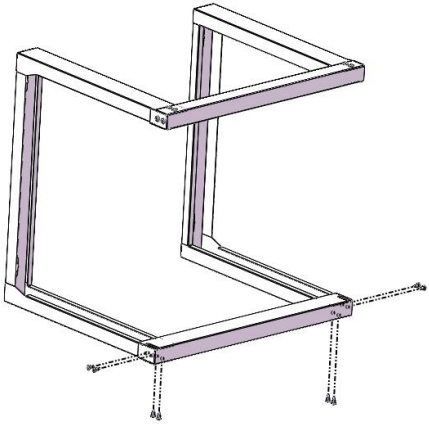

Figure 1
1. Insert the Bottom Crossbeam(2) into left U Type Support(1) and right U Type Support(1), Secure with 8pcs M5 assembly fix Screws(4) .See Figure 1.